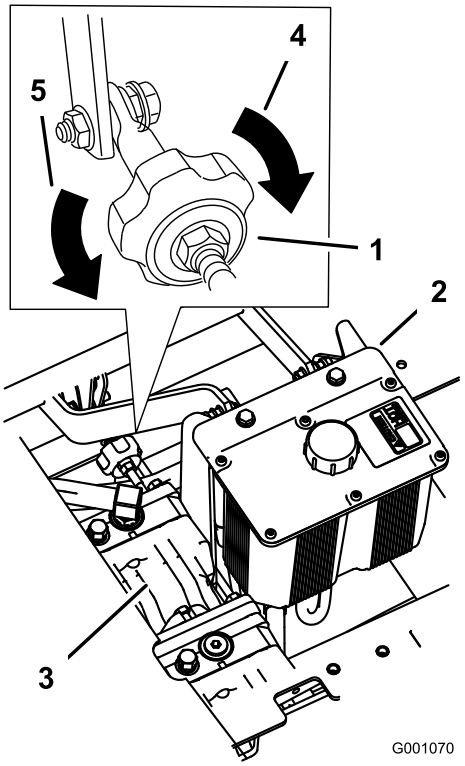

Figur 52
4. For at få maskinen til at køre til højre skal du dreje grebet mod maskinens højre side. Se Figur 52.
5. For at få maskinen til at køre til venstre skal du dreje grebet mod maskinens venstre side. Se Figur 52.